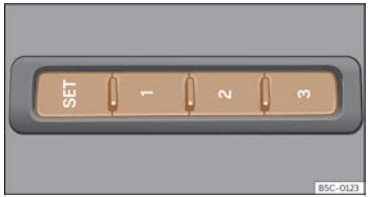

Fig. 89 On the outer side of the driver's seat: memory buttons.
- Press SET for longer than 1 second ››› Fig. 89.